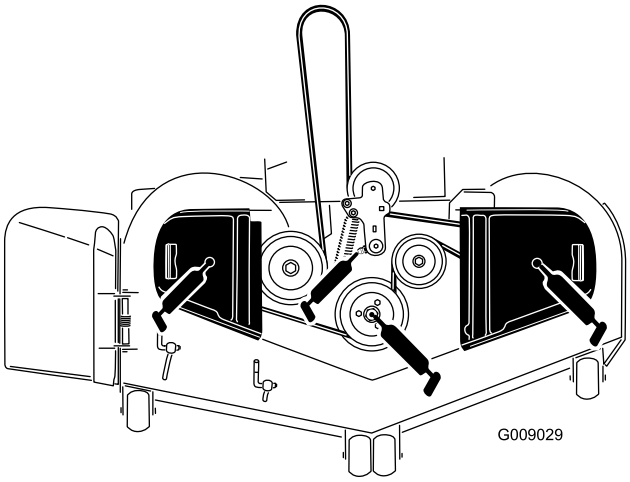

Figur 43
3. Smörj mellanremskivans tapp på klippdäcket tills fett kommer ut på undersidan (Figur 43).
4. Smörj de tre spindellagren tills smörjfett tränger ut ur de nedre tätningarna (Figur 43).